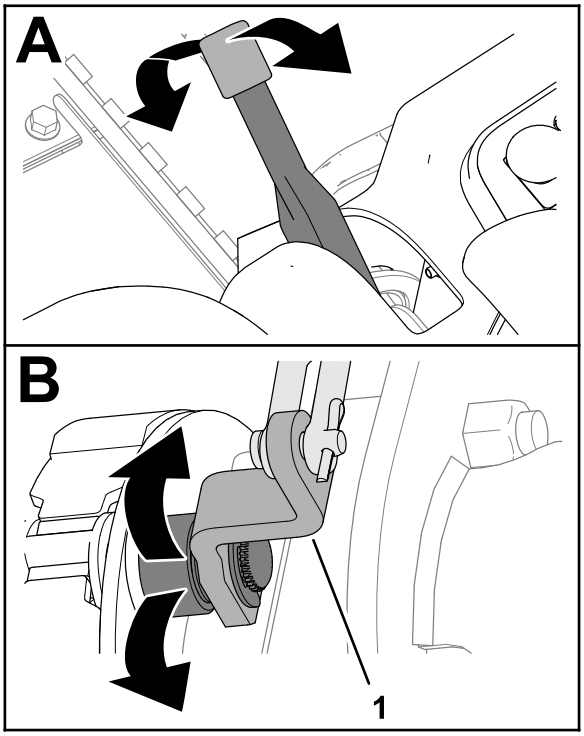

Rysunek 71
2. Przesuwaj dźwignię hamulca postojowego w górę i w dół, aby sprawdzić, czy dźwignia trzpienia rozpieracza szczęk hamulca porusza się swobodnie (Rysunek 71).